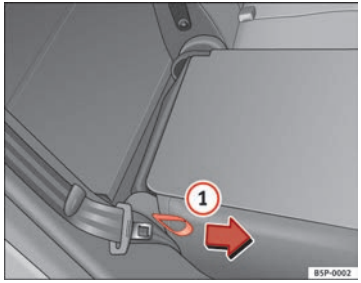

Fig. 98 Ribaltamento dello schienale dei sedili
– Tirare in direzione della freccia la maniglia flessibile che si trova su un lato del sedile ⇒ fig. 98 (1) e fissare lo schienale.